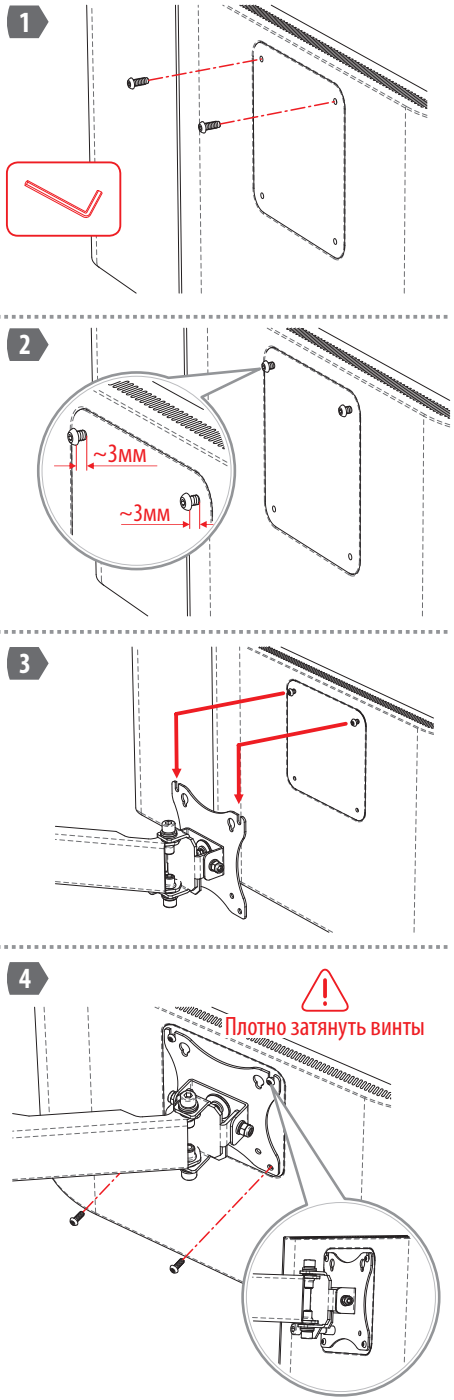

Рисунок 4.
4.6. Процесс монтажа телевизора на держатель для VESA MIS-D 75, VESA MIS-D 100 показан на рис.4. Вверните винты М4 в крепёжные отверстия VESA на телевизоре/мониторе, оставив расстояние между головкой и корпусом около 3мм. Навесьте телевизор/монитор на держатель и вверните нижние винты в крепёжные отверстия VESA. Протяните все винты, убедитесь в отсутствии люфта монитора.